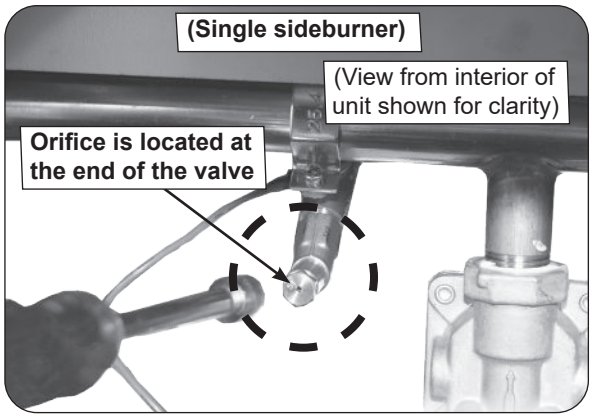
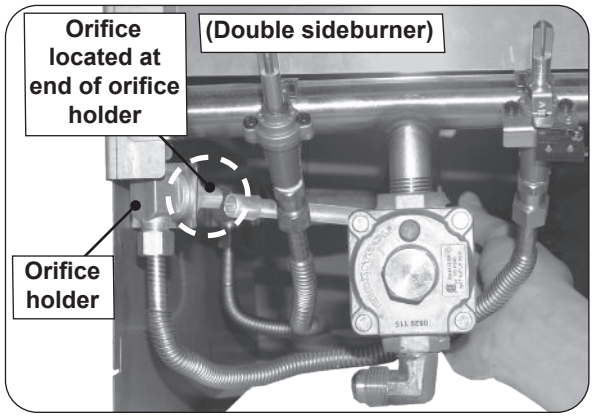

Fig. 41-1 Single sideburner orifice location
Fig. 41-2 Double sideburner orifice locations
4. Using a 3/8" socket nut driver, remove the orifice from the orifice holder (see Fig. 41-1 and Fig. 41-2) and check the number stamped on the orifice face.